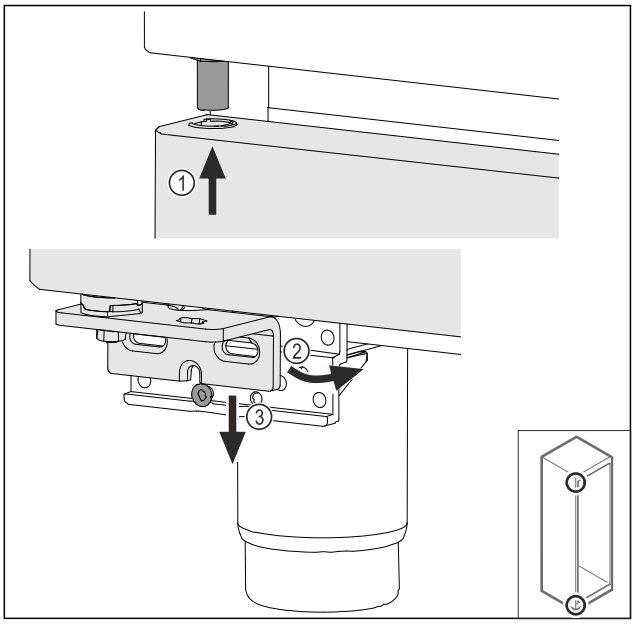

Fig. 42
▶ Deur iets gekanteld aan de bovenzijde terugplaatsen *Fig. 42 (1)*, deur recht uitlijnen *Fig. 42 (2)* en aan de onderzijde op de lagerbokschroef *Fig. 42 (3)* plaatsen.